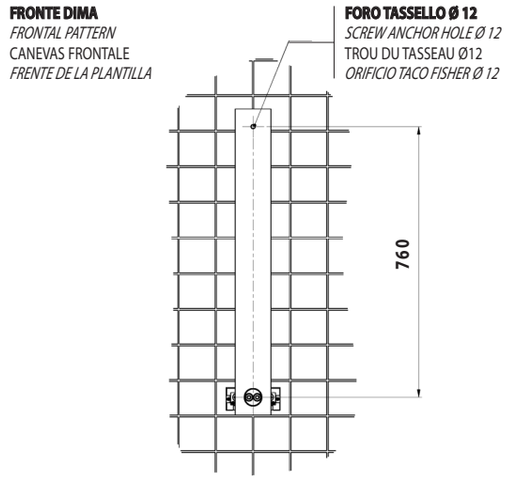

Fig. 5
Applicare la Dima **(8)** come in Fig. 5 utilizzando una bolla al fine di ottenere una perfetta verticalità della Dima stessa e fissarla con nastro adesivo alla parete. Praticare un foro ø 12.
*Fit the pattern **(8)** as in Fig.5 by using a spirit level in order to achieve the right position and fix the pattern to the wall by the use of some adhesive tape. Drill a ø12 hole.*
Placer le canevas **(8)** comme dans la Fig.5 en employant un niveau afin d'obtenir la position correcte du canevas même. Fixer le canevas à la paroi avec du ruban adhésif. Percer un trou ø12.
*Aplicar la plantilla **(8)** como en la Fig. 5 utilizando un nivel con la finalidad de obtener una perfecta verticalidad de la plantilla misma y fijarla con cinta adhesiva a la pared. Hacer un orificio ø 12.*